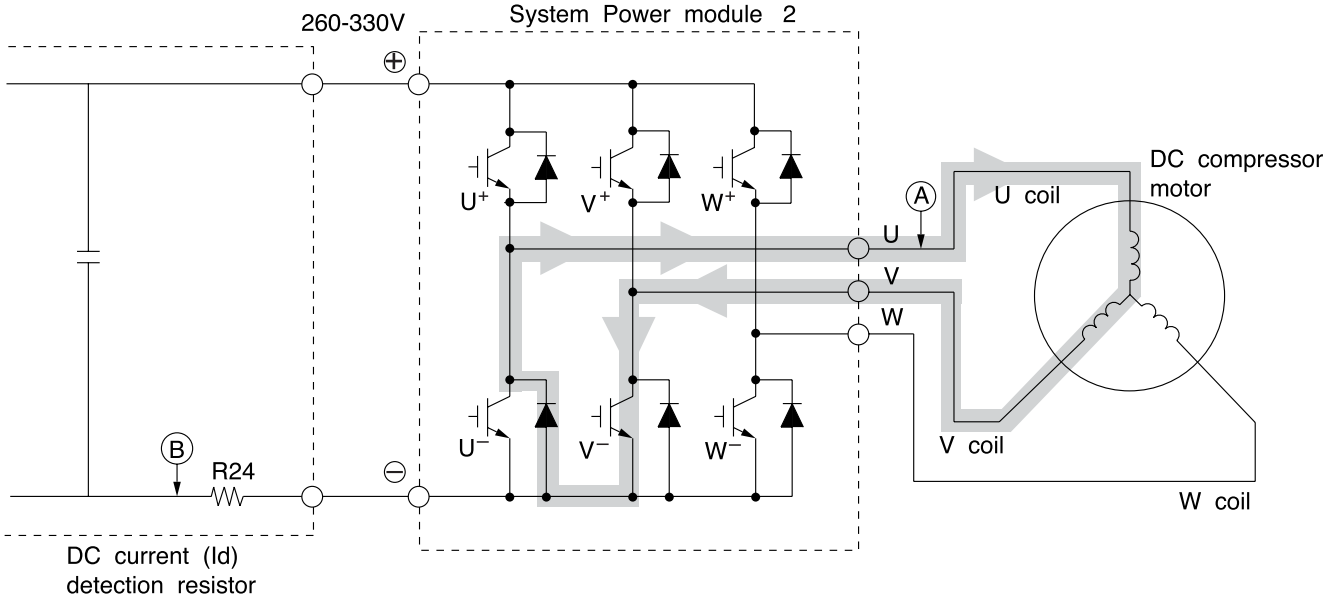

Fig. 3-4 Power module circuit (U^+ is ON, V^- is ON)
(1) Quand le transistor de U^+ est sur OFF : (par inductance de la bobine du moteur) bobine U → bobine V → transistor V^- → diode de retour → pointⒶ (Fig. 3-4)